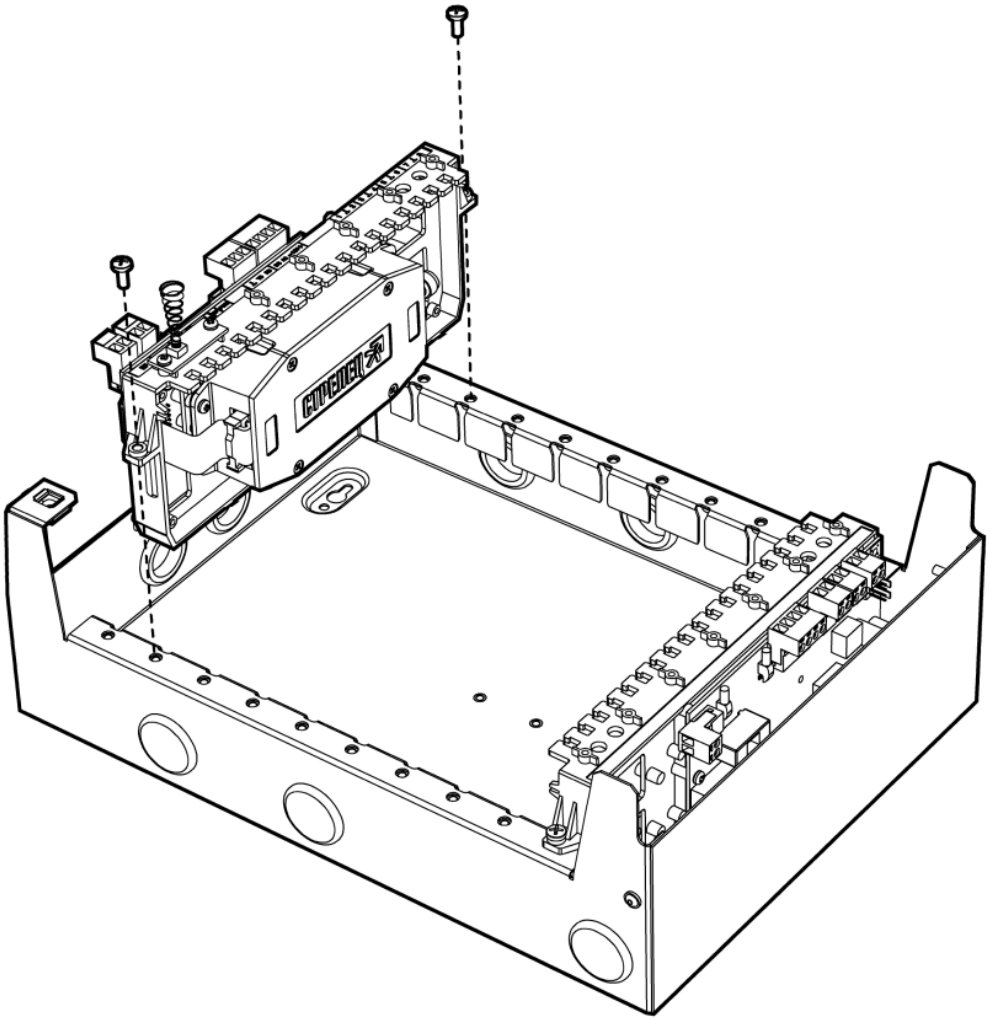

Рис. 82
4. Установите держатель обратно в корпус станции и закрепите винтами (Рис. 82).